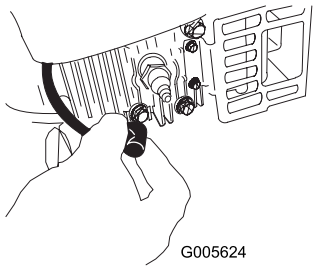

Figura 28
2. Desligue o fio da vela da ignição da vela da ignição antes de executar qualquer procedimento de manutenção (Figura 28).